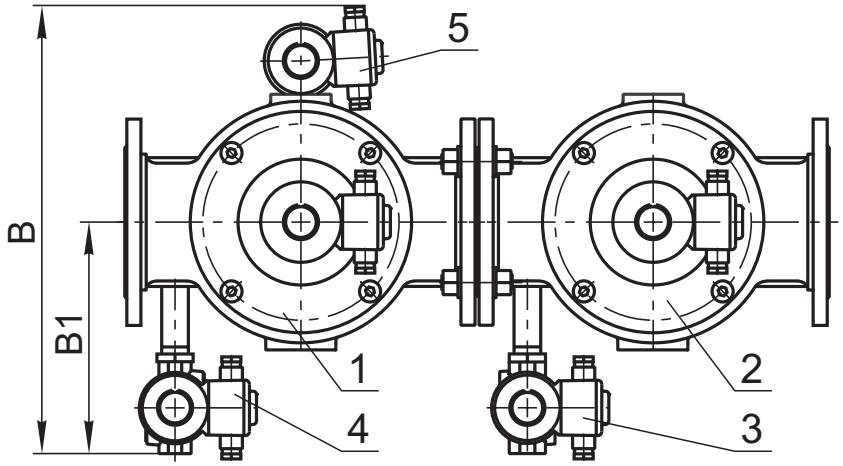
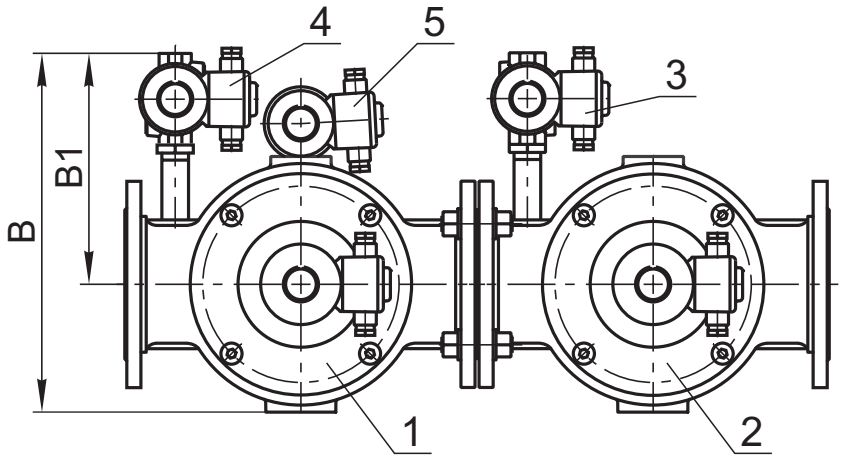

Рис. 21-18
Рис. 21-19
Блок (рис. 21-18, 21-19) состоит из следующих основных узлов и деталей:
Клапаны свечи безопасности и запальной горелки могут располагаться справа по ходу газа (рис. 21-18) или слева (рис. 21-19).
* Габаритный размер «В» (ширина) приведен для правого исполнения блоков (рис. 21-18). Для левого исполнения блоков (рис. 21-19) данный размер необходимо уменьшить на 75 мм.